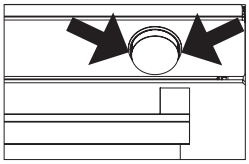
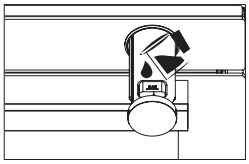
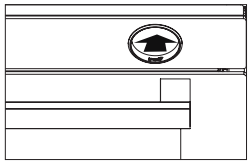

Figura 17
Figura 18
Figura 20
**1.** Retire el recipiente de agua tirando de él por los puntos indicados por la flecha. Rellene el recipiente de agua (Véase la figura 17) y deslícelo en el sentido de la flecha hasta la posición inicial para colocarlo en su sitio (Véase la figura 18,19). Después de 10 minutos de precalentamiento, deslice el recipiente de agua en la dirección de la flecha hasta que oiga un "clic" (Véase la figura 20).